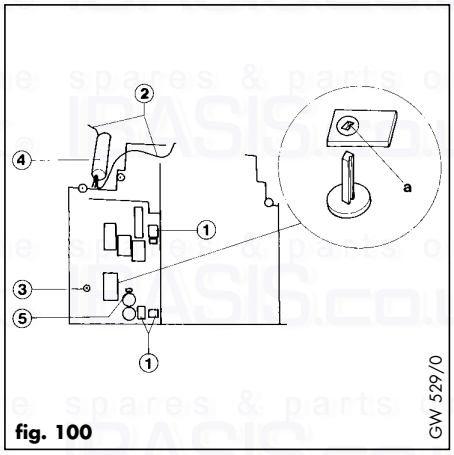

fig. 100
- Disconnect three cable plugs (1, fig. 100).
- Disconnect two earth wires (2, fig. 100) from earth terminal strip.
- Remove screw (3, fig. 100).
- Lift cable grommets (4, fig. 100) out of grommet channel.
- Squeeze together retaining clip points (5, fig. 100) and lift panel up at the front and forward to remove.